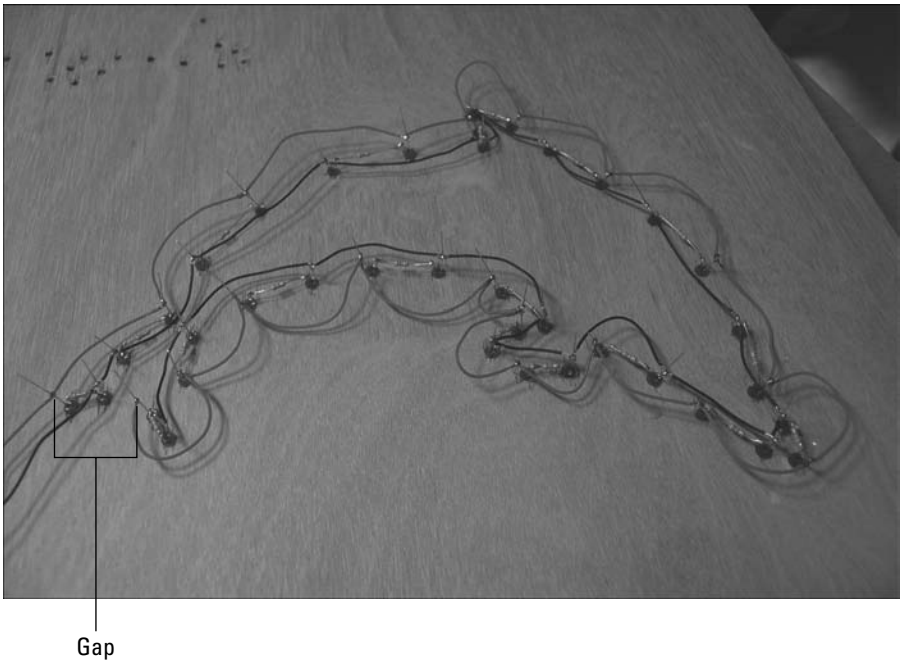

Figure 10-20: Red wires connect long leads of LEDs.
11. **Connect the long leads on every other LED to short lengths of 20 gauge red wire, as shown in Figures 10-20 and 10-21.**
Figure 10-20 shows a gap where no red wire is strung across the tail of the dolphin. One of the LEDs at the tail with a long lead has only one red wire attached; the other has a 2' 20 gauge red wire attached, which you connect to a terminal block on the breadboard in upcoming Step 20.